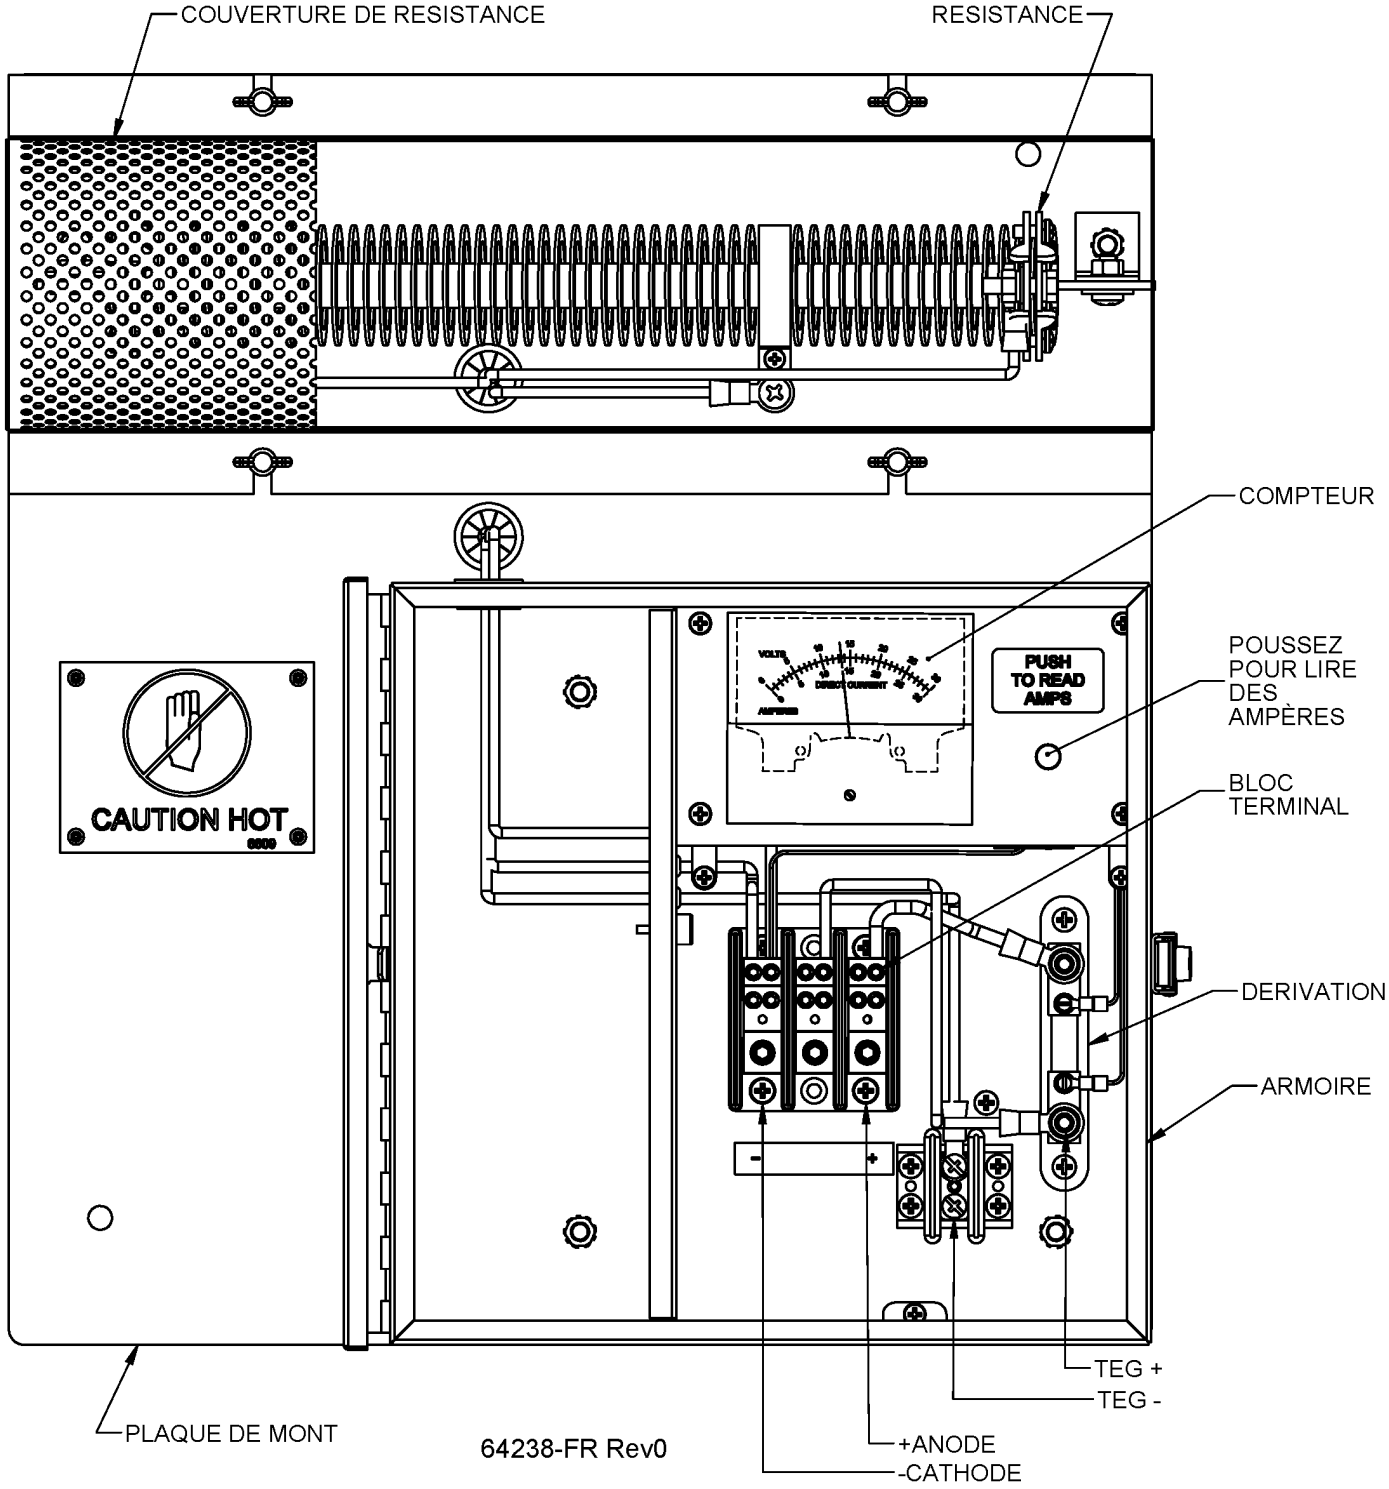

Figure 26 Panneau d'interface de protection cathodique
Le système d'interface de protection cathodique (CP) permet le réglage et la surveillance de l'alimentation à la charge CP. Les câbles d'anode et de cathode pénètrent dans l'armoire en bas et se connectent directement au bornier robuste. Reportez-vous à la Figure 26 pour connaître l'emplacement et la description des principaux composants de l'armoire d'interface CP.